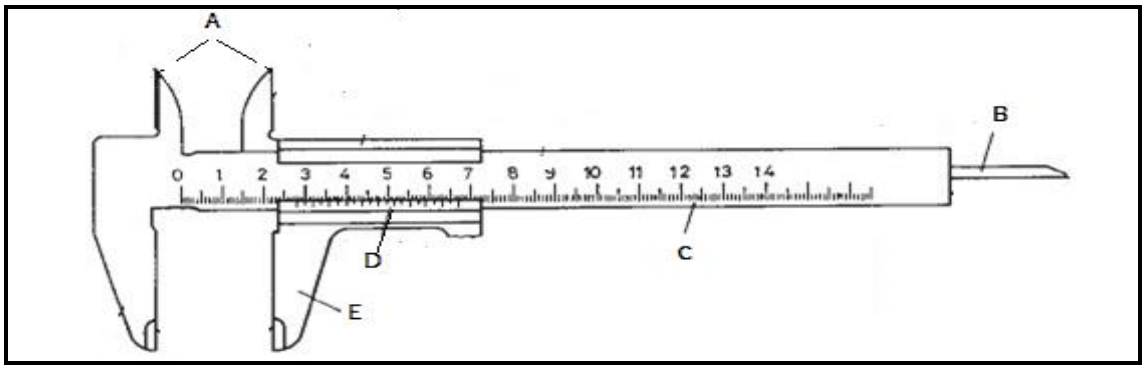

FIGUUR 3
4.4 FIGUUR 3 toon ‘n noniuspasser (‘vernier caliper’).